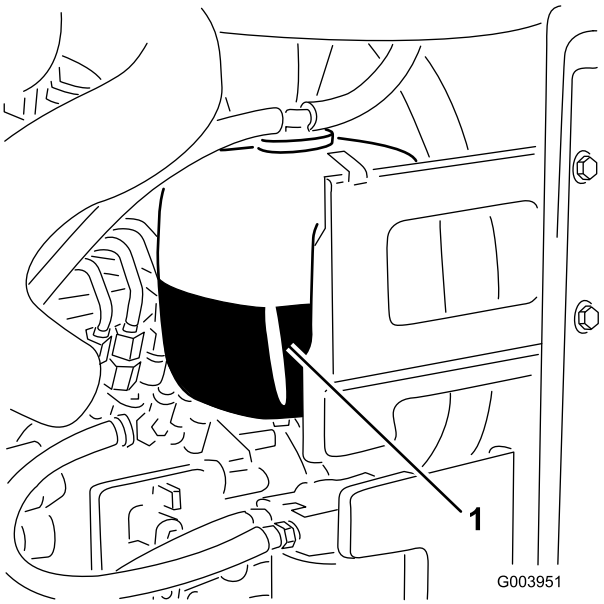

Rysunek 32
1. Sprawdź poziom płynu chłodzącego w zbiorniku rozprężnym (Rysunek 32).